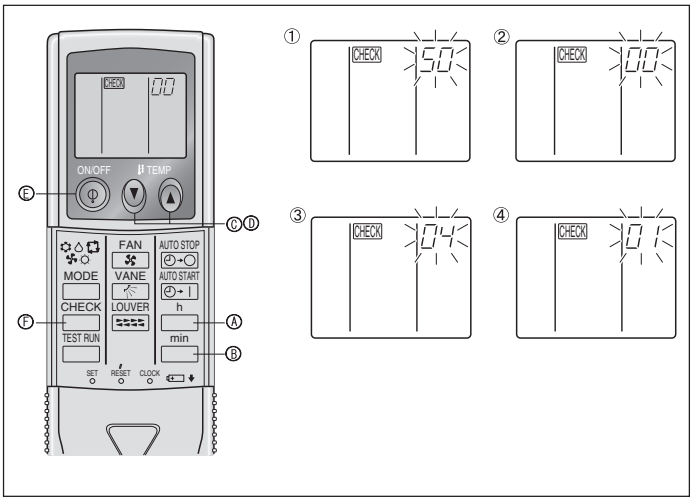

Fig. 6-11
2) Pour la télécommande sans fil infrarouge (Fig. 6-11)